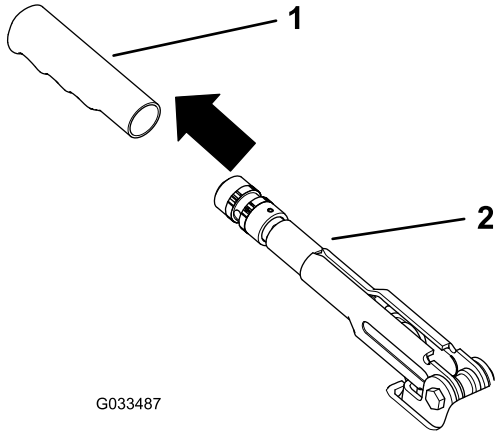

Figuur 62
1. Verwijder de rubberen handgreep van de parkeerremhendel (Figuur 62).